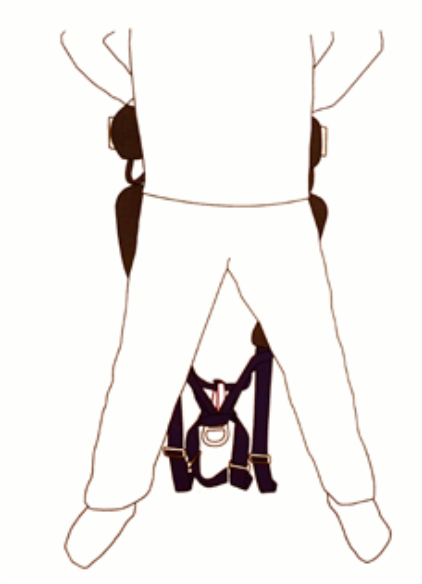

Fig. 4
1. Åpne alle spenner og se til at det ikke er tvinn på noen av stroppene. Se Fig. 4.
2. Plassér midjebeltet rundt livet og hold det på plass ved hjelp av innsiden av en arm/albue. Se Fig. 4.